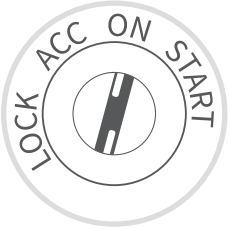

Figure 3-7
3.6 Turn the Ignition to the "ON" Position (see Figure 3-7)